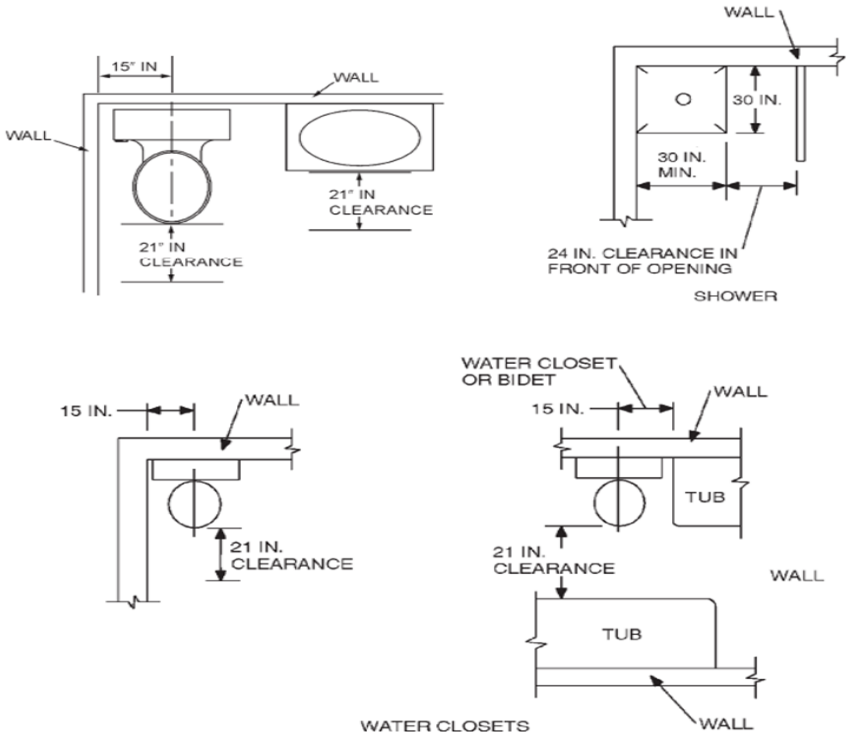

FIGURE R307.1
2. Bathrooms shall have a minimum ceiling height of 6 feet 8 inches (2032 mm) at the center of the front clearance area for fixtures as shown in Figure R307.1. (See Next Page)